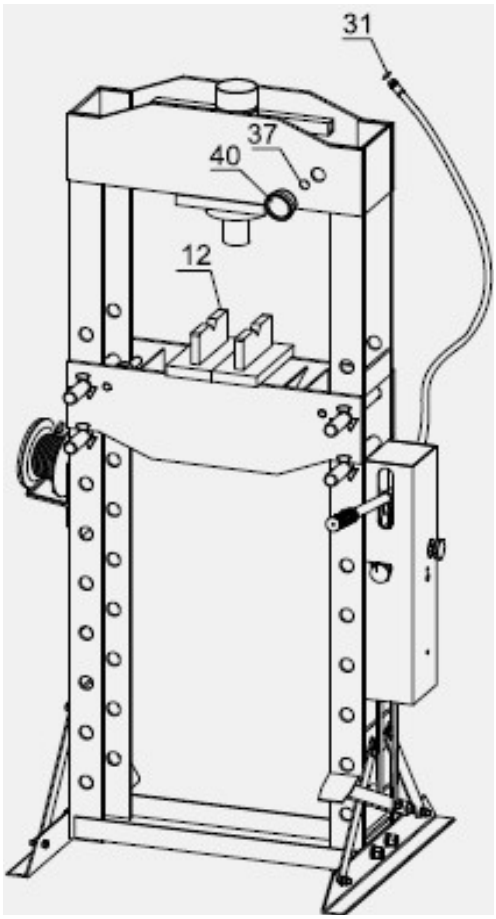

Рис. 5
6. Присоедините шланг к тройнику с помощью уплотнительного кольца (31). Прикрепите манометр (40) с помощью уплотнительного кольца (37). Наденьте оправки (12) на стол пресса. См. рисунок 5.